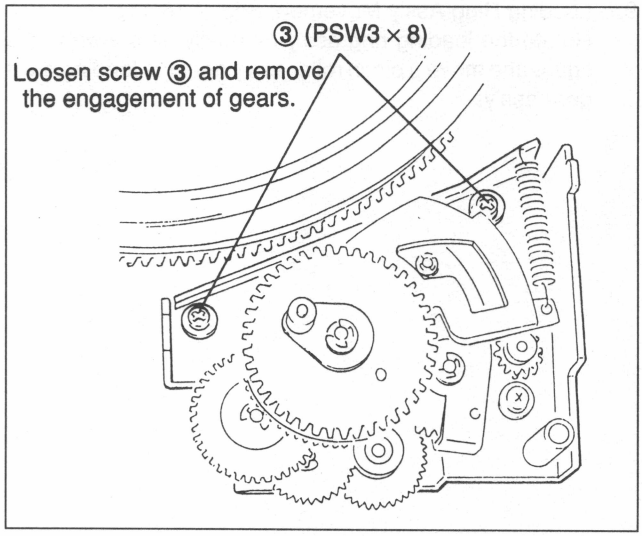

Fig.7-18-8 Loading Drive Gear Ass'y Loosening
5. Loading Drive Gear Ass'y Loosening (Fig. 7-18-8)